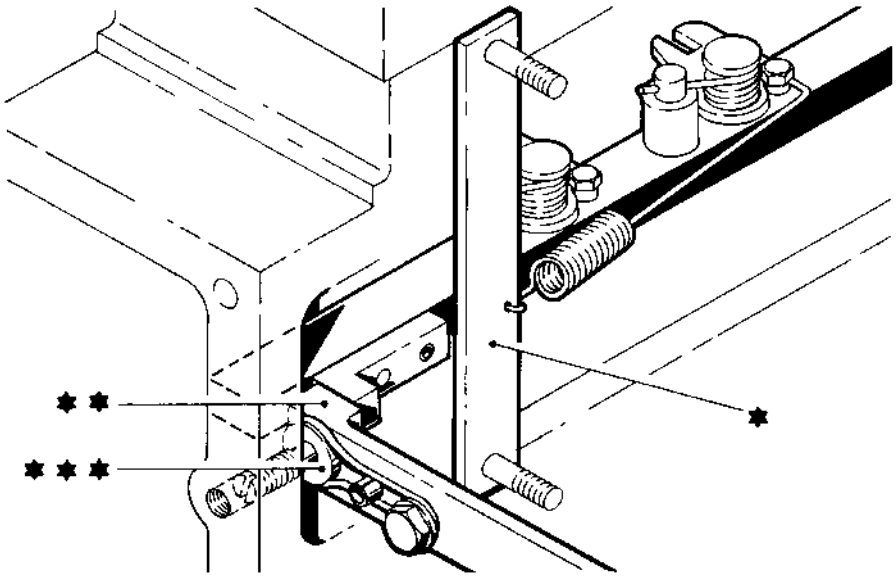
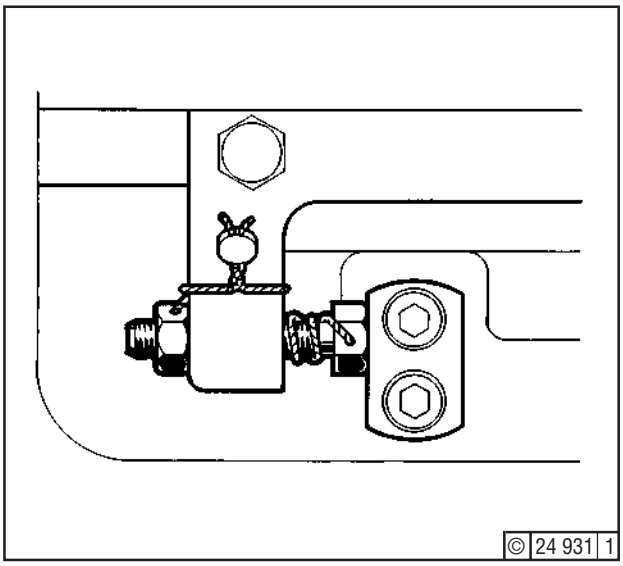

Fig. 7
Fig. 9
5. Use tools (*) - Fig. 7 - to pull control rods of all injection pumps against the gauges (**) contacting check stops (***) at points A18, A19 and A20. Leave tools (*) mounted for the time being.
Then, at the right-hand end of the link (*) (points A25, A26), adjust the length of the link by means of the eccentric (**) so that the control rods contact the check stops without pressure, with the gauges inserted (see Fig. 7). Insert new cheese-head screws (***) and tighten according to specification, see "Specification Data", Section 3.5, line 60. If the setting at the right-hand eccentric is insufficient , rectify at the left-hand eccentric.
7. Remove tools (Fig. 7). Move linkage in the direction "Stop" until one or more stop screws abut at points C12, C13 and C14 (Fig. 9).